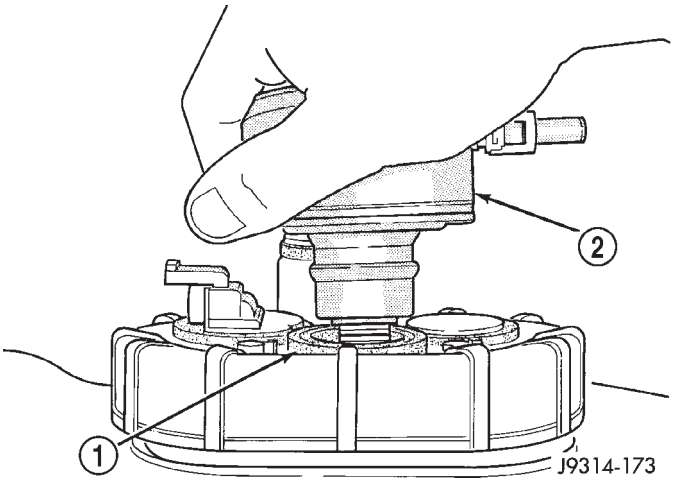

Fig. 6 Filter/Regulator Removal and Installation—TYPICAL
(2) The fuel filter/regulator is pressed into a rubber grommet. Remove by twisting and pulling straight up (Fig. 6).